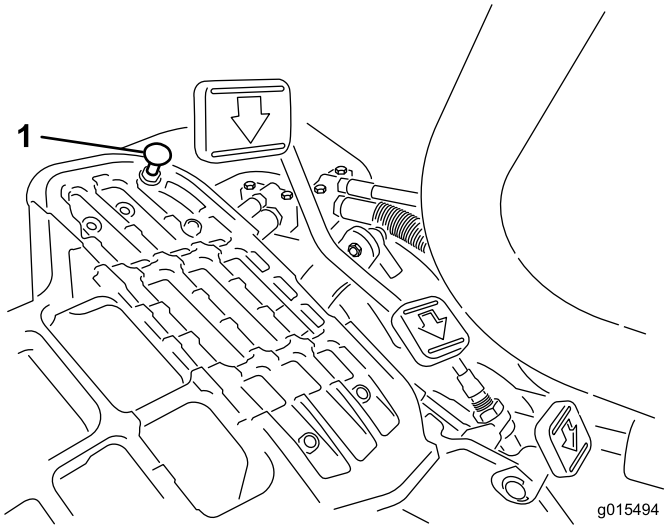

**Figur 52**
Tryck ner bromspedalen. Det behövs en justering om pedalen vidrör stoppet (Figur 52) innan anspänningen känns i kabeln:
1. Lossa låsmuttrarna till huvudskruvarna med fläns som fäster pedalstoppet vid golvplattan (Figur 52).